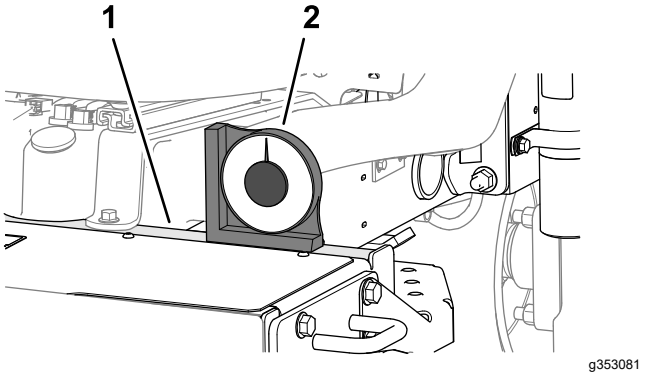

Rysunek 6
2. Sprawdź ręcznym wskaźnikiem nachylenia (dostarczanym z maszyną) umieszczonym na poprzecznej belce ramy obok zbiornika paliwa, czy maszyna stoi poziomo (Rysunek 6).